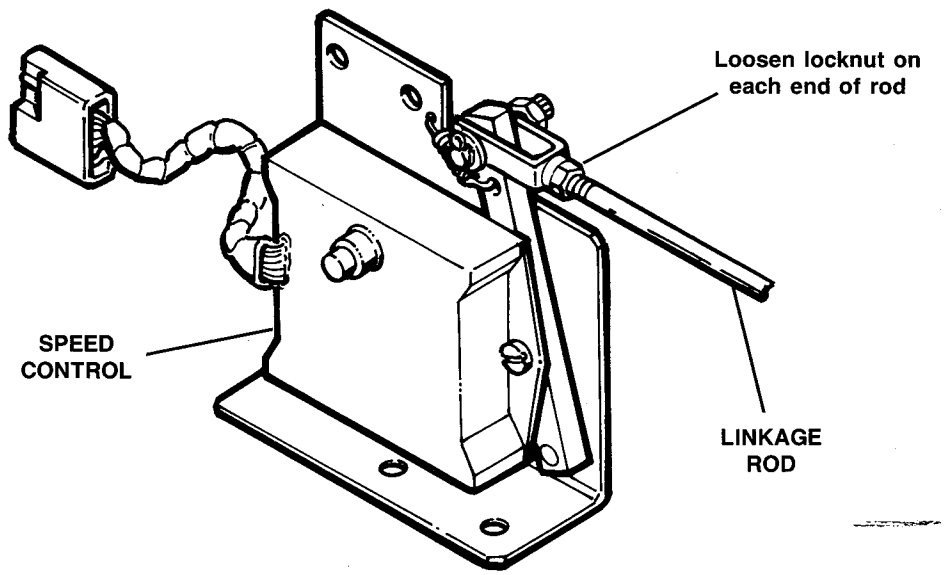

Figure 105 - Speed Control Adjustment
c. Loosen the locknut on each end of the linkage rod, Figure 105.